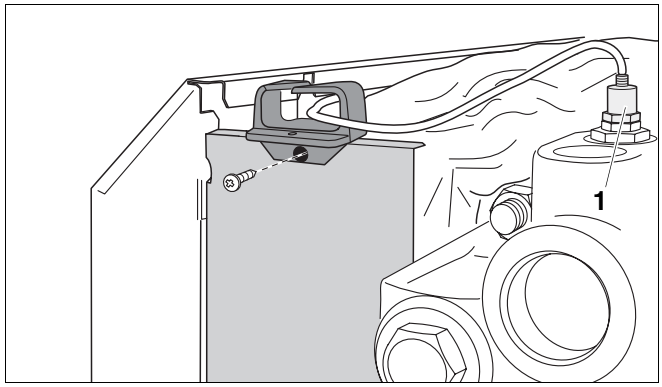

Fig. 48 Montaje del paso para cables
- Deslice la arandela de goma sobre la sonda y acople el cable de la sonda de caldera (➔ fig. 48).